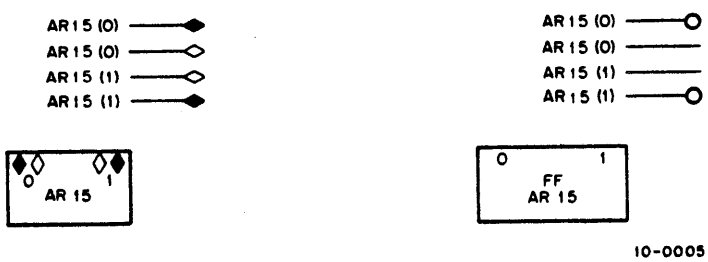

Figure 4-5 Flip-Flop Representation
In DEC logic, most flip-flops are drawn with four outputs: one which is high when the flip-flop is in the 1 state, one which is low when the flip-flop is in the 1 state, one which is high when the flip-flop is in the 0 state, and one which is low when the flip-flop is in the 0 state. This convention allows the condition "the flip-flop is in the 1 (0) state" to be used with gates that require either high or low inputs without manipulating highs, lows, 1s and 0s. Although a flip-flop has four logical outputs, as noted above, it has only two electrical output connections, as the 1-high and 0-low connections are electrically equivalent (same output pin), as are the 1-low and 0-high connections. Except when the lines are quite short, connections to flip-flop outputs are not usually shown explicitly (Figure 4-5).